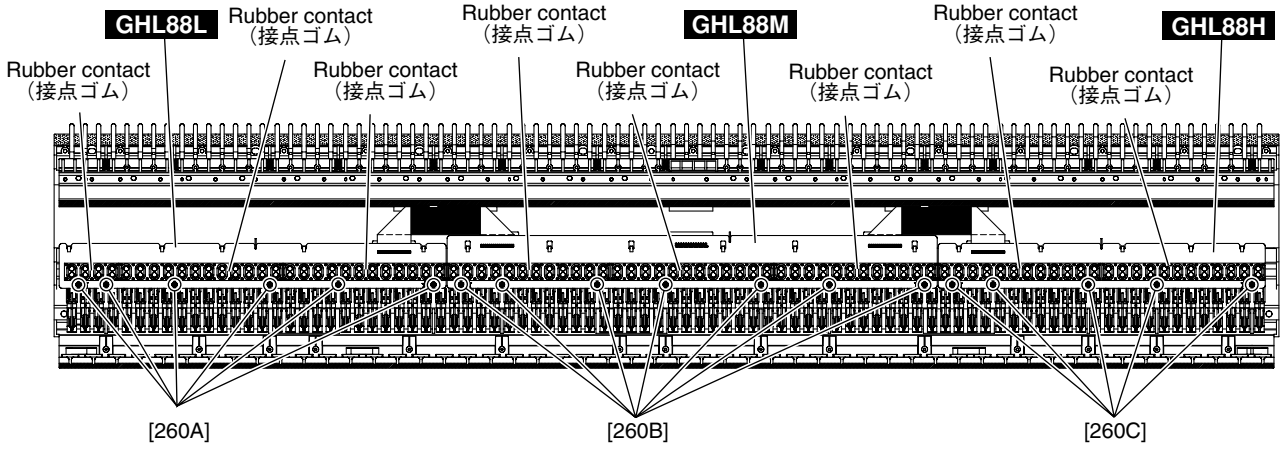

Fig. 12（図 12）
Remove the black and white key assembly for two octaves related to the subject rubber contact. The rubber contact can then be removed. (Fig. 12, Fig. 13)
該当する接点ゴムの 2 オクターブ分の白鍵 Ass'y ／黒鍵 Ass'y を外して、接点ゴムを外します。（図 12、図 13）
Remove the six (6) screws marked [260A]. The GHL88L circuit board can then be removed. (Fig. 12)
Remove the seven (7) screws marked [260B]. The GHL88M circuit board can then be removed. (Fig. 12)
Remove the five (5) screws marked [260C]. The GHL88H circuit board can then be removed. (Fig. 12)
［260A］のネジ 6 本を外して、GHL88L シートを外します。(図 12)
［260B］のネジ 7 本を外して、GHL88M シートを外します。(図 12)
［260C］のネジ 5 本を外して、GHL88H シートを外します。(図 12)
Tighten the six (6) screws marked [260A] to fix the GHL88L circuit boards. (Fig. 12)
Tighten the seven (7) screws marked [260B] to fix the GHL88M circuit board. (Fig. 12)
GHL88L シートを取り付け、［260A］のネジ 6 本で固定します。（図 12）
GHL88M シートを取り付け、［260B］のネジ 7 本で固定します。（図 12）
Tighten the five (5) screws marked [260C] to fix the GHL88H circuit board. (Fig. 12)
GHL88H シートを取り付け、［260C］のネジ 5 本で固定します。(図 12)